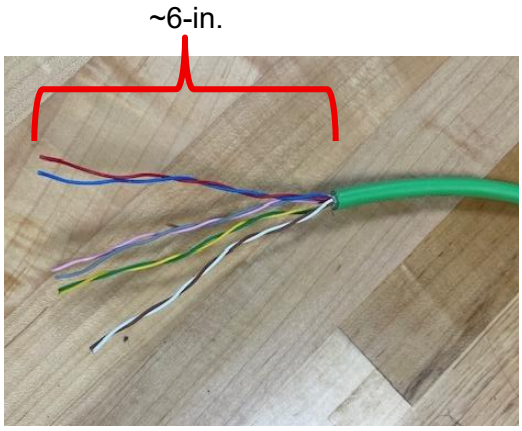

Figure 15
2. Using wire stripers, remove ~6-in. of the external green sheath, and underlying paper cover, from the open end (ref Figure 15)